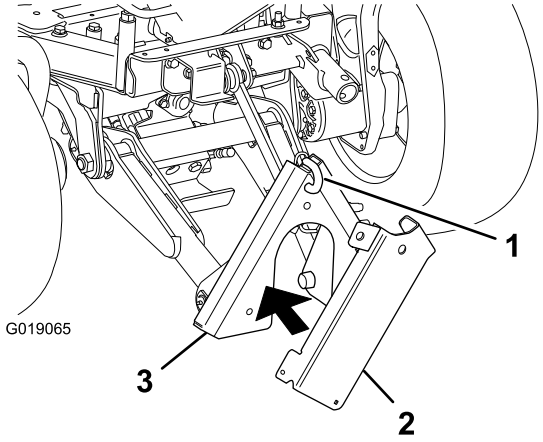

Figure 2
2. Retirez la goupille du haut du support de fixation avant (Figure 2).
3. Maintenez le support de rangement du cric contre le support de fixation avant et fixez-le à celui-ci à l'aide de la goupille (Figure 2).